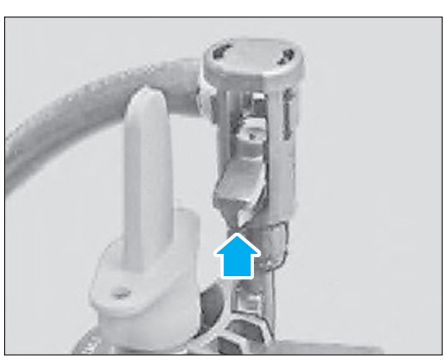

Fig. 70
• Extraire par le haut les conduites d'huile de fuite déverrouillées **(Fig.70)**.